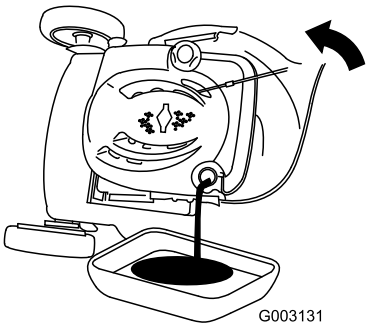

Figur 37
3. Tip plæneklipperen over på siden med luftfilteret opad, så olien kan løbe ud gennem oliepåfyldningsrøret (Figur 37).